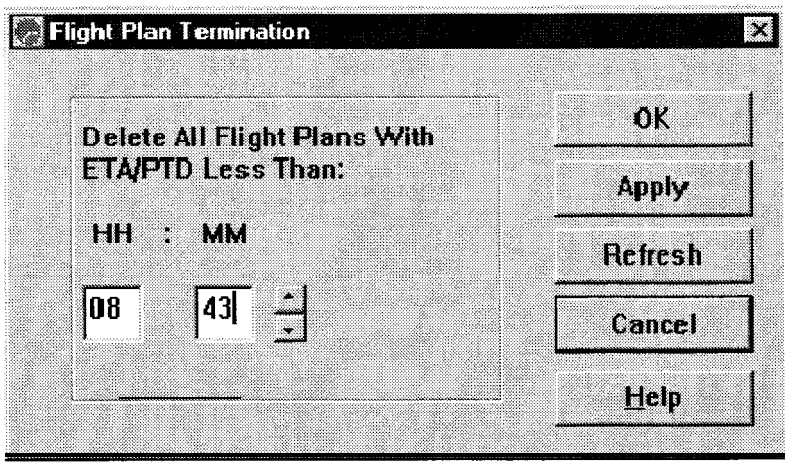

FIGURE 4-22. FLIGHT PLAN TERMINATION WINDOW
2. Observe the Flight Plan Termination window (Figure 4-22).